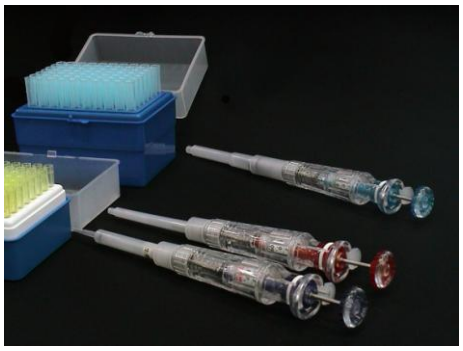

図１．マイクロピペッターとチップ
①計量する容量にあわせてマイクロピペッターとチップを選ぶ(図１)[注1]。